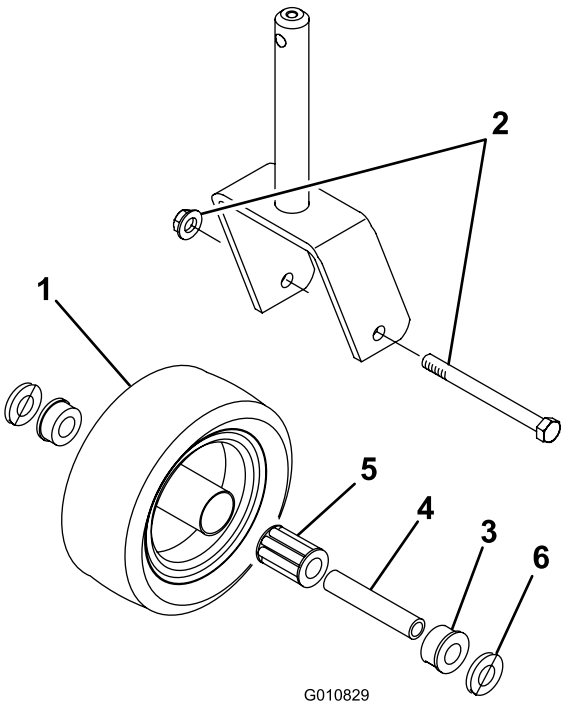

Figura 22
1. Togliete il dado di bloccaggio dalla vite a testa cilindrica che fissa la rotella orientabile alla forcella (Figura 22).
3. Estraete la boccola chiave dal mozzo della ruota (Figura 22).
9. Spingete l'altra boccola nell'estremità aperta del mozzo della ruota, in modo da imprigionare il cuscinetto all'interno del mozzo (Figura 22).